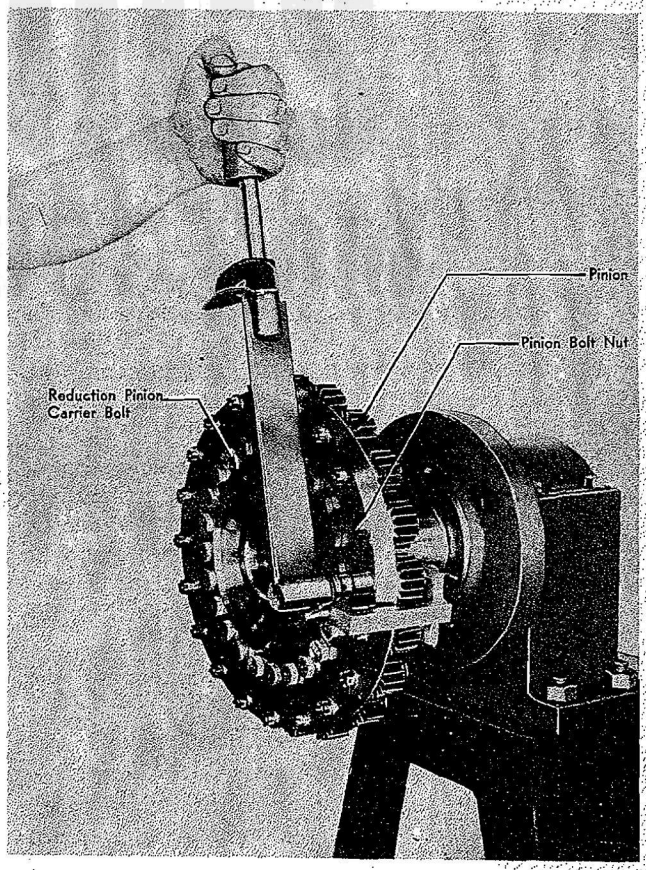

Figure 180—Tightening Pinion Lock Nut (16:9)
c. Engage the pinion locking tool (Tool No. 83507) in the slots in two bolt heads to prevent the bolts from turning, and tighten the nuts using a torque indicating wrench. Refer to Figure 180. Observe the torque value specified in the Table of Limits in Section XII. Tighten all pinion lock bolt nuts in this manner.